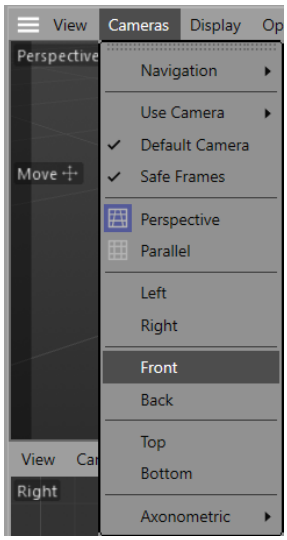

***Figure 2-2** Choosing the **Front** option from the Menu in editor view*
2. Press the middle mouse button in the Perspective viewport; all viewports are displayed. Next, hover the cursor over the Front viewport and then press MMB to maximize it. Alternatively, choose **Cameras > Front** from the Menu in editor view, as shown in Figure 2-2; the Front viewport is maximized.